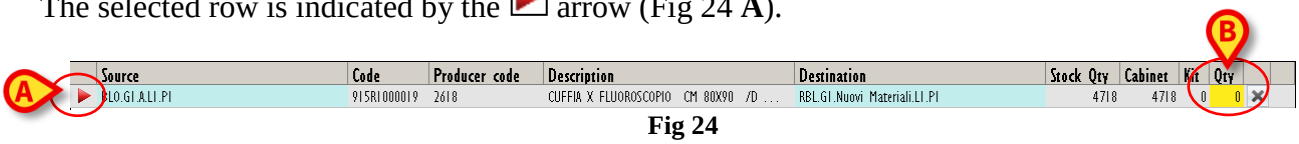

Fig 24
The selected row is indicated by the arrow (Fig 24 **A**).
- click the cell indicating the "Quantity" (Fig 24 **B**).